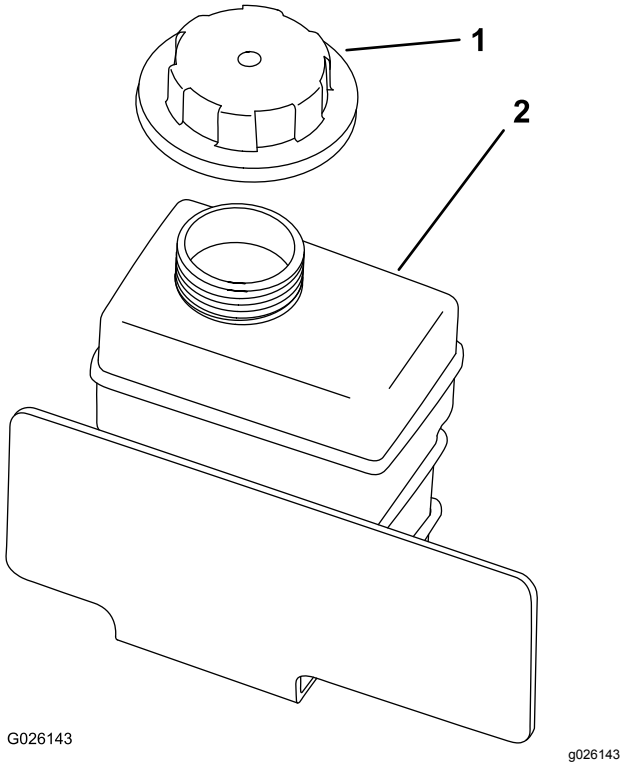

Rysunek 49
4. Sprawdź poziom płynu chłodzącego w zbiorniku zapasowym (Rysunek 49).